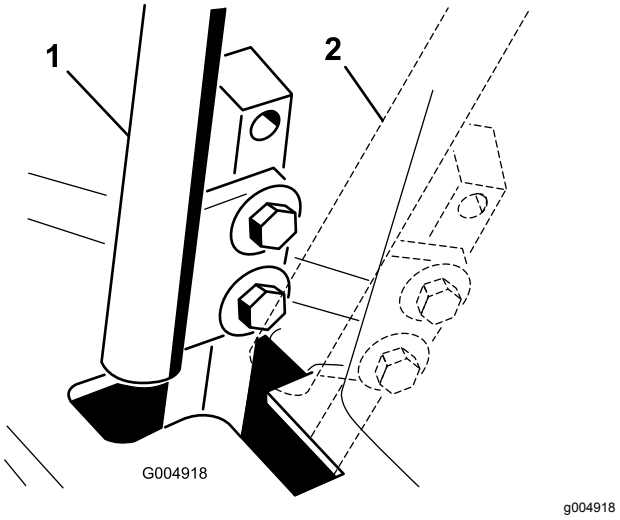

Bild 51
4. Schieben Sie den Schaltbügel in die NEUTRAL-Stellung, jedoch nicht in die **arretierte** Stellung (Bild 51).
6. Prüfen Sie, an welcher Stelle der Schaltbügel relativ zur Kerbe im Armaturenbrett ist (Bild 51).